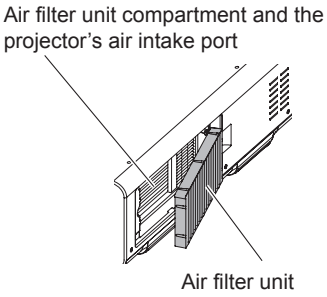

Fig. 3
- After pulling out the air filter unit, remove large foreign objects and dust from the air filter unit compartment and the air intake port of the projector body if there are any. **(Fig. 3)**